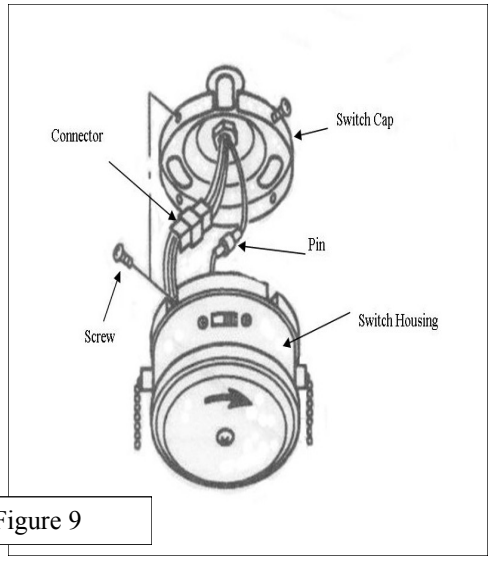

Figure 9
- Back off (or loosen) the screws on the electrical housing mount plate attached to the motor shaft. *(figure 9)*
- A color coded wire connector (female) is located inside the electrical switch housing. *(figure 9)*